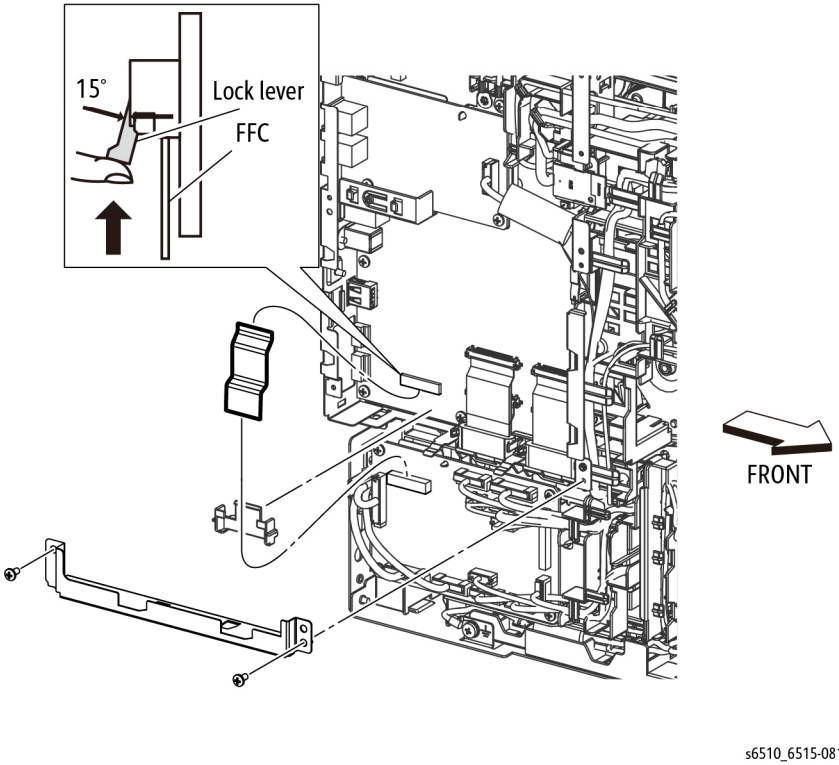

Figure 1 Remove the ESS MCU FFC (MFP)
2. Refer to Figure 1 to remove the two screws (silver, M3x6mm) attaching the ESS Lower Plate and remove the plate.
NOTE: *In the following step, when releasing the lock lever on the FFC connector, slightly open the lock lever to 15 degrees until the lock lever contacts the FFC connector as shown in Figure 1. After releasing the lock lever, hold the lever while gently pulling the FFC from the connector.*